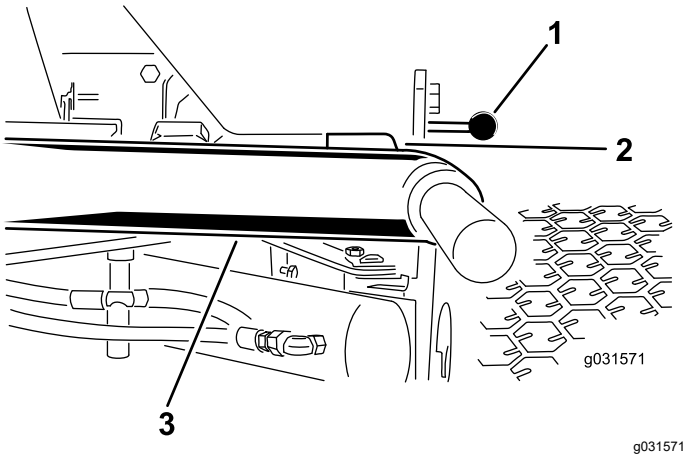

Figura 12
1. Avviate il motore, sollevate gli apparati di taglio e assicuratevi che la distanza tra ciascun braccio di sollevamento e la staffa della piastra di appoggio sia pari a 5–8 mm, come illustrato nella Figura 12.